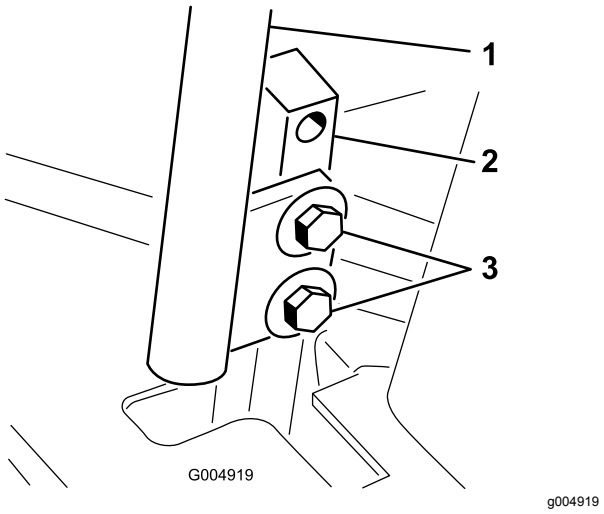

Figur 55
3. Lossa skruvarna som håller fast rörelsereglagen (Figur 55).